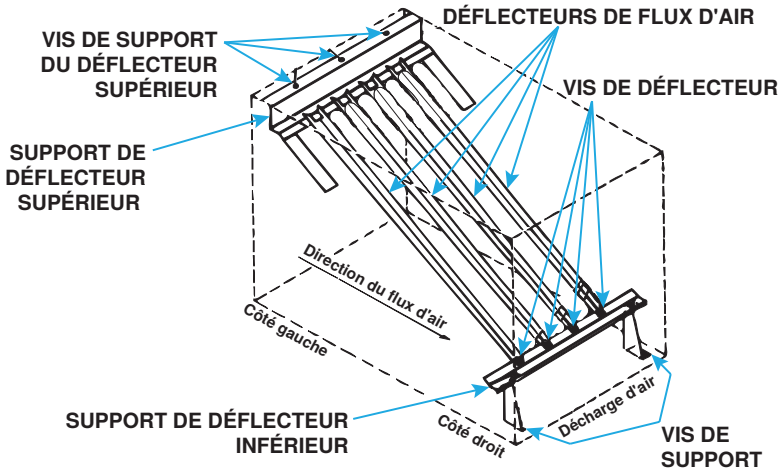

Figure 44. Déflecteurs de flux d'air
b. Pour les fours standard (pas un haut débit CFM), enlevez les vis de déflecteur (voir **Figure 44**) et soulevez légèrement chaque déflecteur et faites-le glisser vers l'avant. Enlevez complètement tous les déflecteurs de l'échangeur de chaleur.